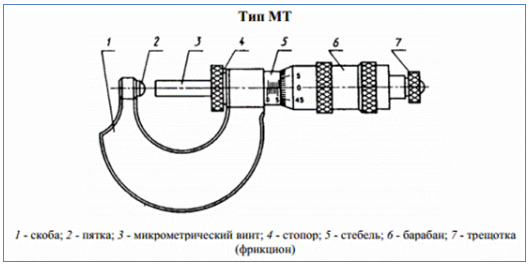

Рисунок 3.
3) Микрометр трубный МТ - используется в качестве измерительного прибора для определения толщины стенки труб (Рисунок 3).